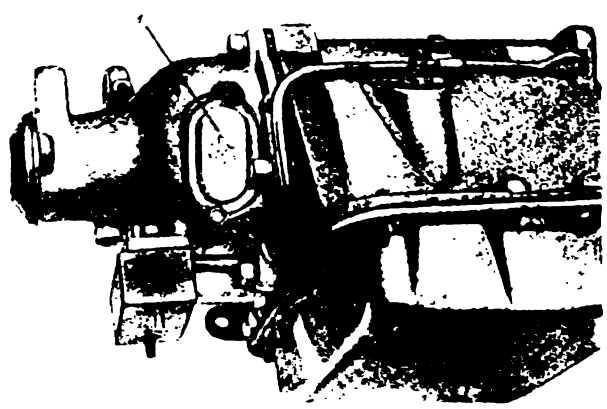

Рис. 85. Снятие крышки люка центробежного регулятора:
1. Отверните два винта и снимите крышку и прокладку центробежного регулятора на задней крышке коробки передач (рис. 85).